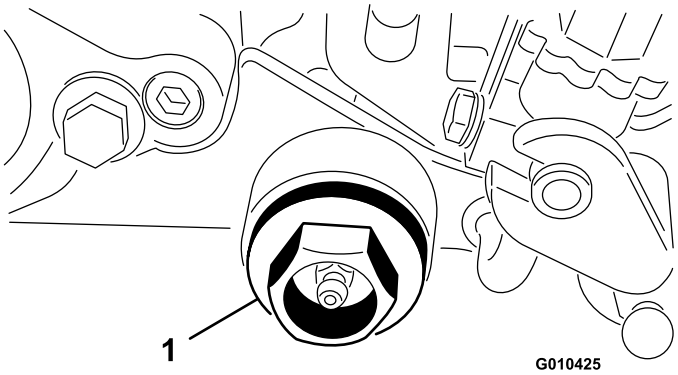

Figur 11
14. Skruva fast ändmuffen på trimsatshuset (Figur 11).